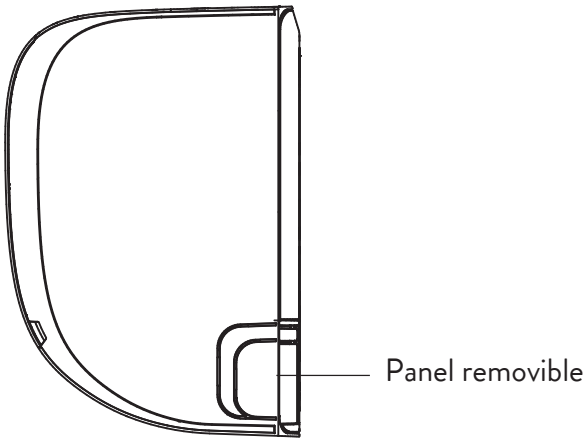

Fig. 3.3
2. Si el orificio en la pared está detrás de la unidad, mantenga el panel removible en su lugar. Si el orificio está a un lado de la unidad, remueva el panel removible de ese lado de la unidad (ver fig. 3.3). Esto va a crear un orificio por donde puede salir la tubería de la unidad. Si no puede remover el panel a mano, puede utilizar una pinza pequeña para hacerlo.